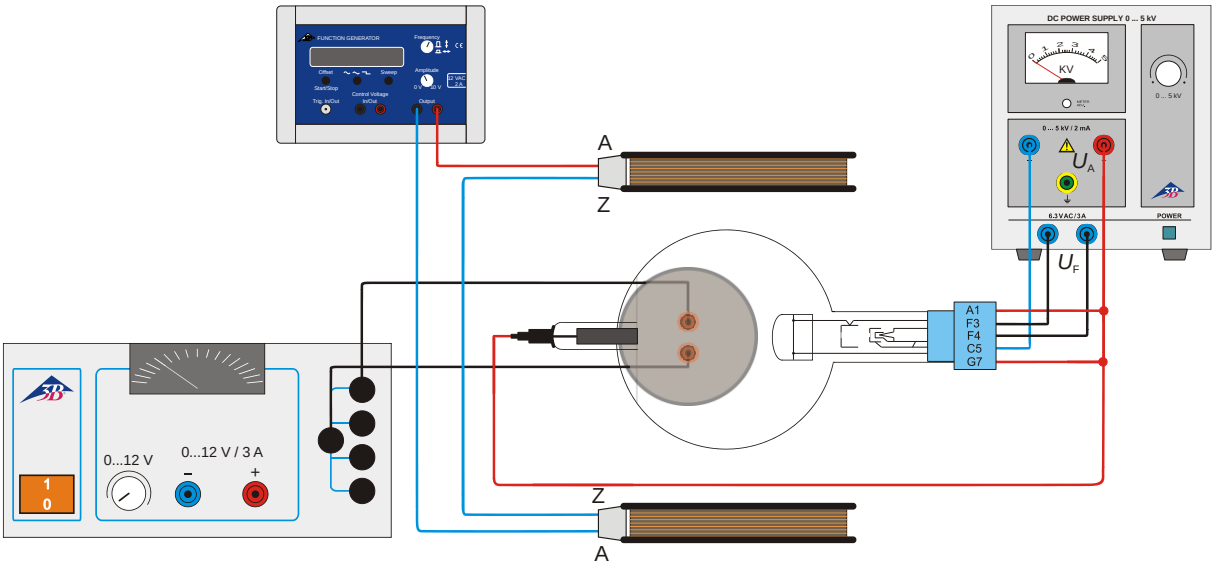

Fig.5 Déviation dans des champ alternatifs magnétiques croisés (figures de Lissajous)
- Procédez au câblage comme le montre la figure 5.